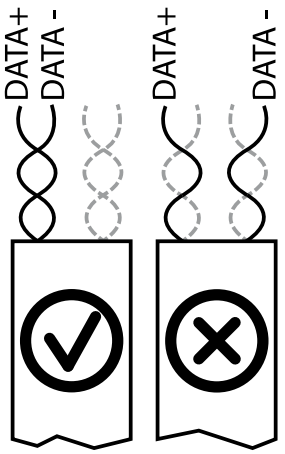

Bild 19: RS485-Bus: Belegung der verdrillten Adernpaare
- Beim Anschluss von DATA+ und DATA- die Adernpaarung beachten (siehe Bild 19)